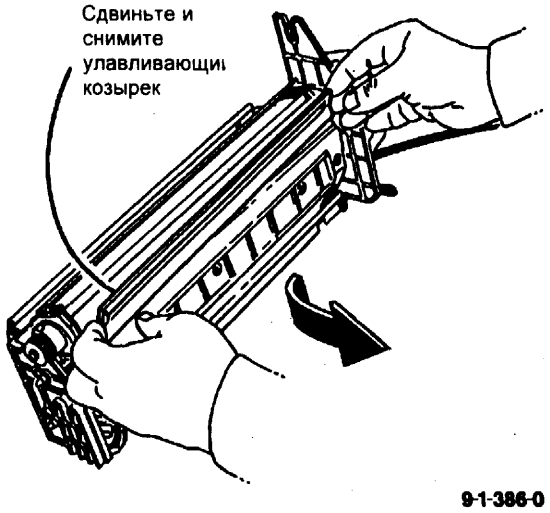

Рис. 2 Снятие улавливающего козырька
5. (Рис. 2) Снимите улавливающий козырек с узла модуля проявителя.